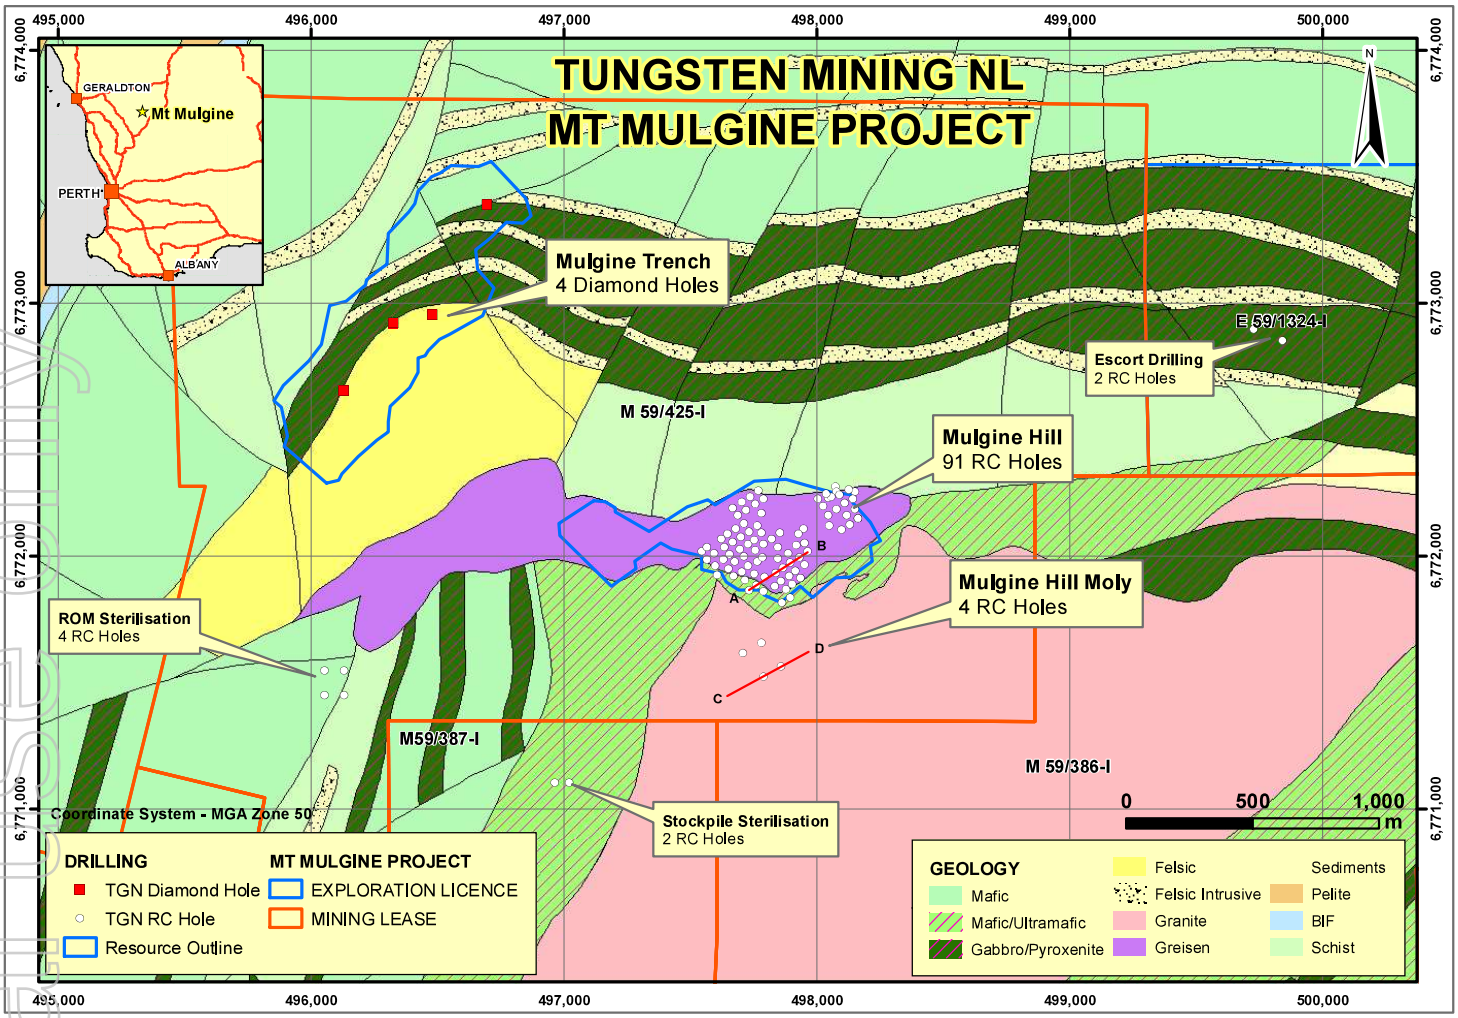

Figure 1 - Plan displaying location of drilling reported in this release. White dots = RC hole, red squares = diamond hole
Between the 27 August and 5 October 2018, the Company drilled 103 reverse circulation (RC) holes and four diamond holes on the Mount Mulgine Project (Figure 1). Results from the first 91 RC holes were released in the ASX announcement *"Mulgine Hill Infill Drilling Program Successful, extends tungsten +/- molybdenum mineralisation"* on 30 November 2018. This report announces results from the final twelve RC holes.
In 1966, Westfield Minerals (WA) NL drilled 51 percussion holes at the Mulgine Hill Moly Prospect. This drilling intersected molybdenum mineralisation in two zones with a total strike length of 600 metres (refer to comment in JORC Table 1 on historic exploration – Page 13). In October 2018, Tungsten Mining drilled four RC holes (MMC261 - MMC264) to test the northern zone (Figure 1). This drilling intersected quartz veined greisen and granite at target depths.
In October 2018, Tungsten Mining drilled six RC holes (464 metres) to test beneath proposed infrastructure (Figure 1). The drill hole locations were to the south of the Mulgine Hill and Trench deposits, and were completed for possible locations for a ROM pad and a stockpile area. Drilling intersected no significant mineralisation.